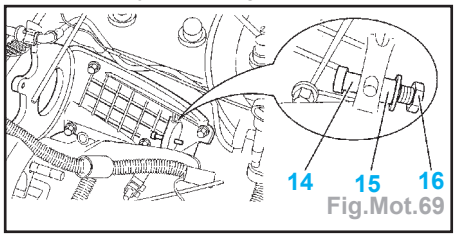

Fig.Mot.69
- S'assurer de la présence de la vis (14) et de l'entretoise (15) sur le support de pompe d'injection (Fig.Mot.69).